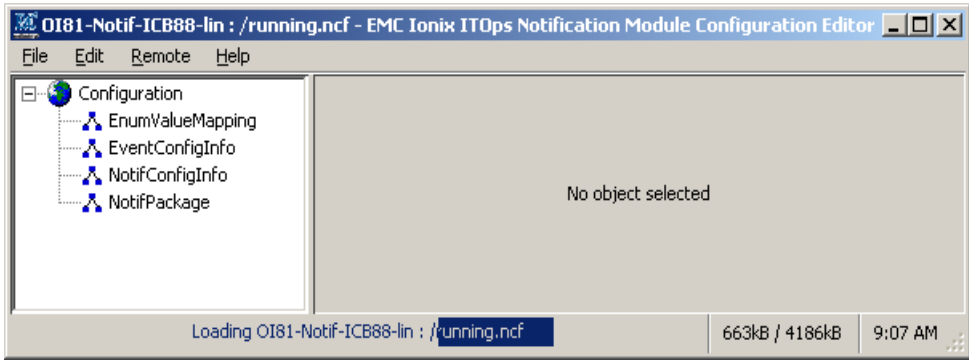

Figure 53 Loading a running configuration from a remote server
2. A progress bar at the bottom of the screen indicates that the running configuration from the remote server is being loaded into the EMC Smarts NOTIF Editor on the local server, as shown in Figure 53 on page 84. In this example, the running configuration being retrieved is a configuration file named running.ncf on a remote Adapter Platform server named OI81-Notif-ICB88-lin.